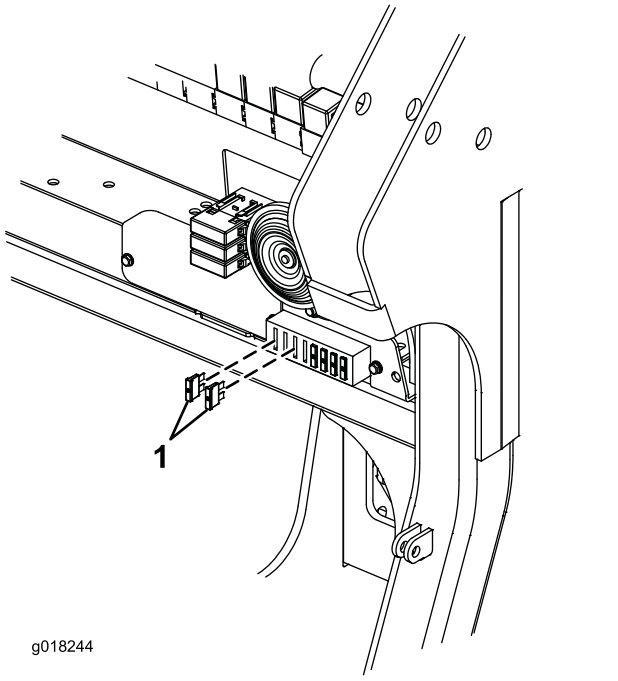

Figure 7
13. Placez 2 fusibles (15 A) dans le porte-fusibles. Utilisez le premier et le troisième logement sur le côté gauche du porte-fusibles (Figure 7).